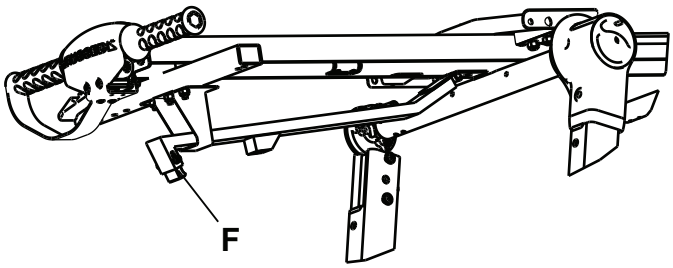

Figura 17 – Ajuste da ponta do gancho
2. Teste descarregar a maca do veículo para confirmar que o gancho de segurança encaixa na placa de fixação. Utilizando uma chave Allen M5, ajuste a ponta do gancho (F), conforme necessário, para se certificar de que o gancho de segurança e a placa de fixação encaixam enquanto descarrega (Figura 17).